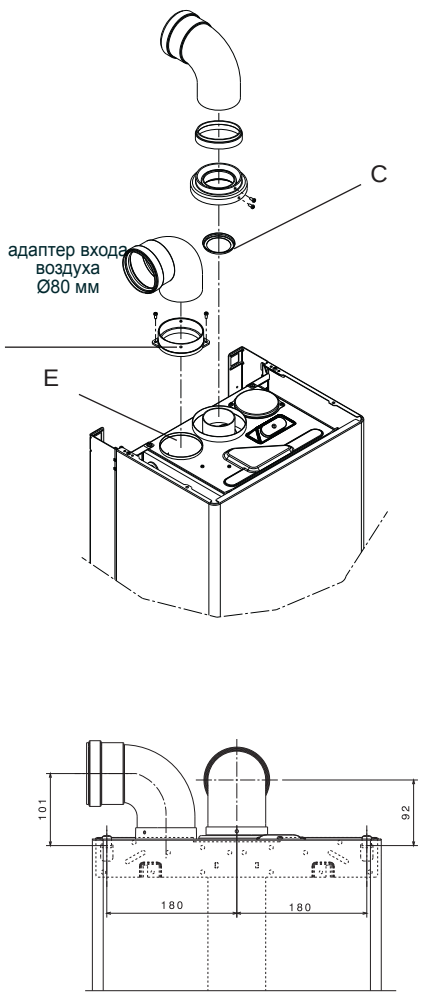

Рис. 3.9
Котел поставляется подготовленным к присоединению к коаксиальным дымоотводам/воздуховодам. Отверстие (D) для забора воздуха (рис. 3.9) закрыто.